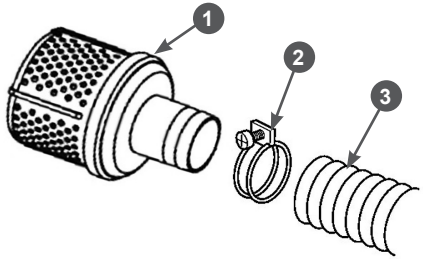

Рис. 9 Установка всасывающего фильтра
1. Наденьте до упора всасывающий рукав 3 на патрубок всасывающего фильтра 1 и затяните его хомутом 2 (Рис. 9).